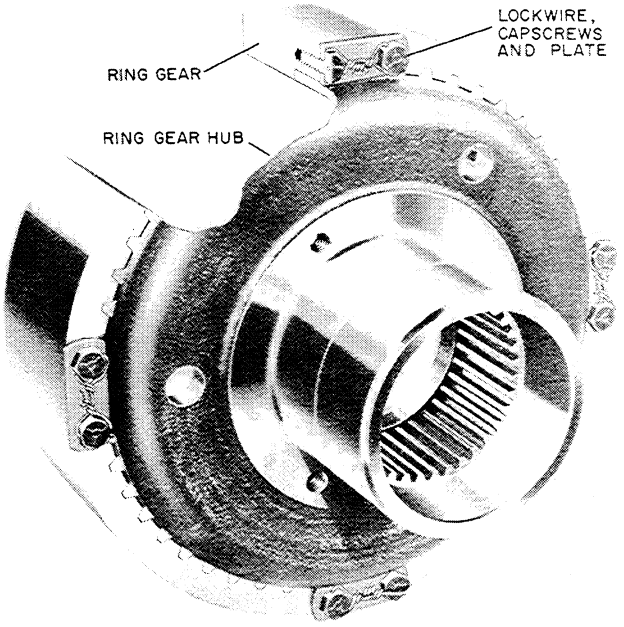

Figure U-22
10. To seperate the ring gear and ring gear hub, remove the lockwire, capscrews and plates, Figures U-22 and U-23.
11. Remove the outer wheel bearing from the ring gear hub, Figures U-22 and U-23. The bearing must be a slip fit.